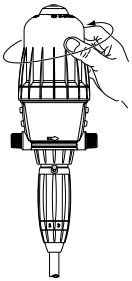
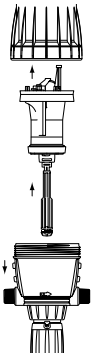

Fig. 16
Fig. 17
- Schroef het bovenhuis van de doseerpomp met de hand los (Fig. 16). De aandrijfzuiger (Fig.17) eruit halen door deze naar boven te trekken.